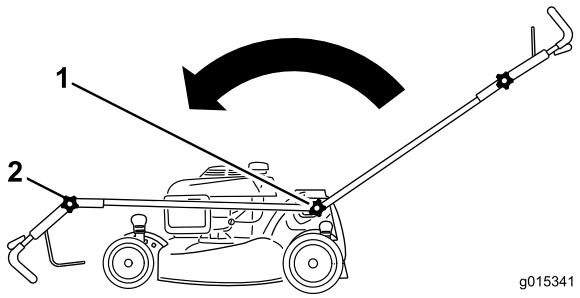

Figur 40
1. Lossa de två handtagsvreden som fäster handtaget på chassit tills du kan flytta handtaget (Figur 40).
2. För handtaget framåt i enlighet med Figur 40.
3. Lossa det övre handtagsvredet och fäll ned det övre handtaget i enlighet med Figur 40.